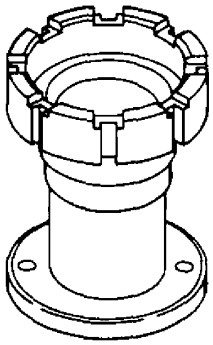

Figure 1. 23034290 Turbine Rotor Holding Fixture
c. Lower rotor into the 23034290 turbine holding fixture (figure 1).